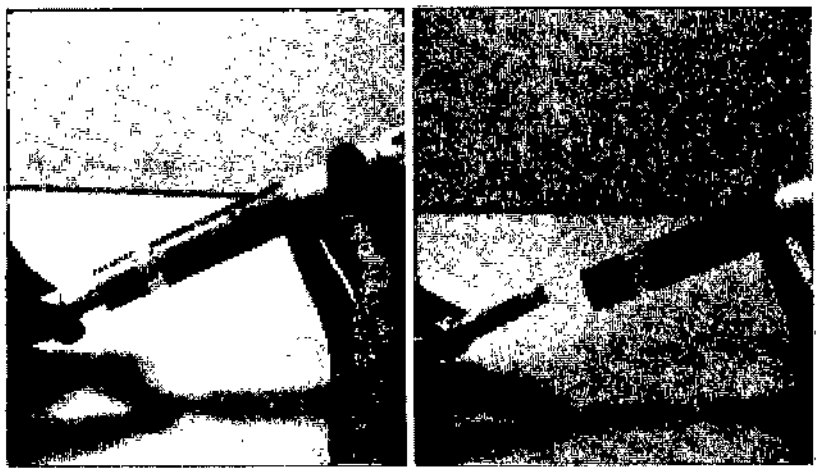

Figura 8
7. Retire el removedor de capuchón (E), de tal modo el capuchón de la jeringa (F) se desprenderá solo. Figura 8.